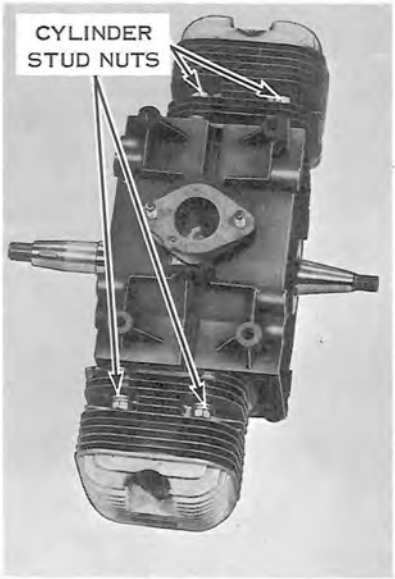

Figure 8-3
b. Remove cylinder and stud assemblies from crankcase assembly (see Figure 8-3).